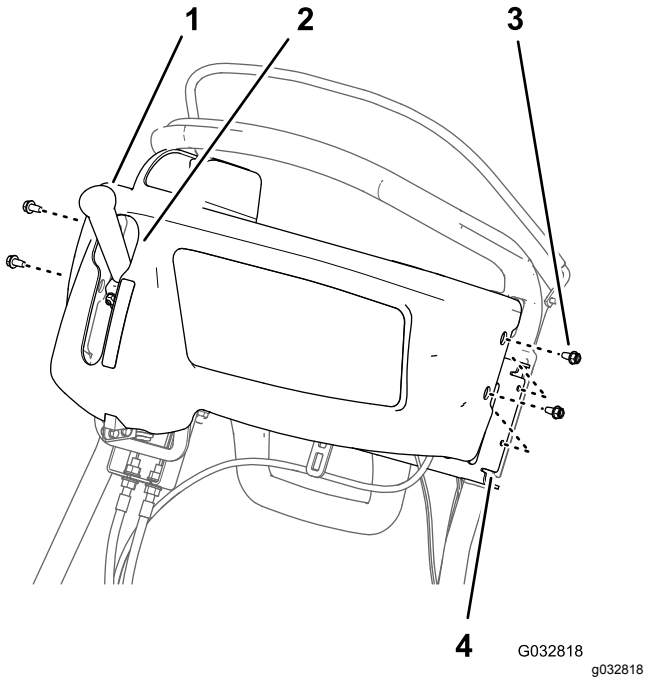

Figur 30
1. Innrett nøkkelhullslissen i kontrollpaneldekselet over håndtaket for trekk- og spoledriv (Figur 30).
2. Innrett hullene i kontrollpaneldekselet til hullene i støttebraketten på håndtaket (Figur 30).
3. Monter dekselet på braketten (Figur 30) med de fire flenshodeskruene (1/4 x 1/2 tomme) du fjernet i 2 Fjerne kontrollpaneldekselet (side 3).